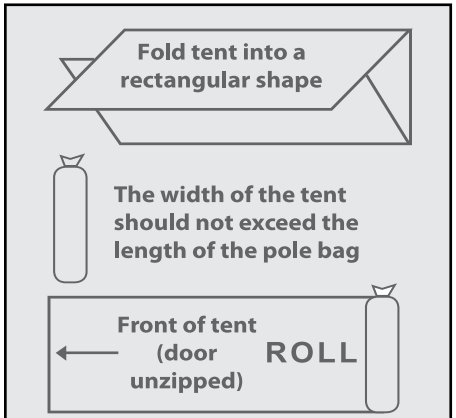

Figure 8
Remove fly from tent. Lay fly flat on ground and fold fly in half, third or quarters. The width of the folded fly should be the length of the pole bag as indicated in Figure 8.
2. Fold the tent in half, third or quarters. The width of the folded tent should be the length of the pole bag as indicated in Figure 8.